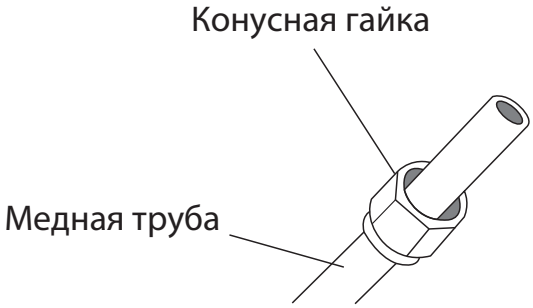

Рис. 5.3
3. Установите конусные гайки с обеих сторон трубы. Убедитесь, что они установлены правильной стороной, так как после развальцовки надеть их или поменять положение не удастся. См. ***рис. 5.3***.